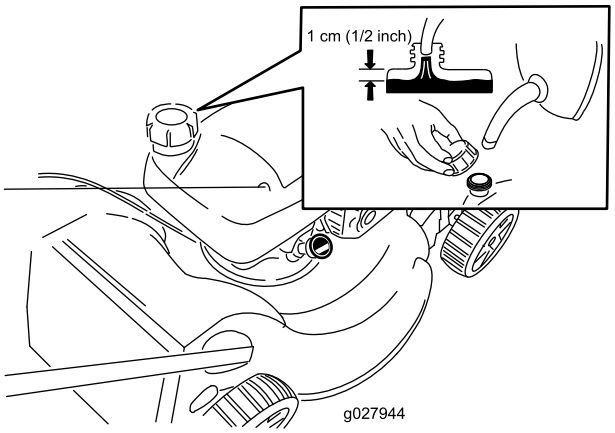

Figur 15
1. Rengjør rundt lokket til drivstofftanken, og ta av lokket (Figur 15).